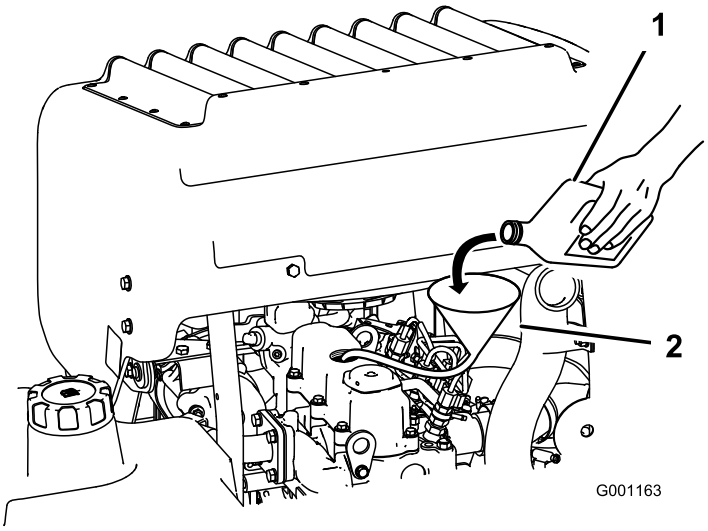

Rysunek 47
3. Aby dolać oleju do silnika, użyj węża i lejka do nalewania oleju (Rysunek 47).